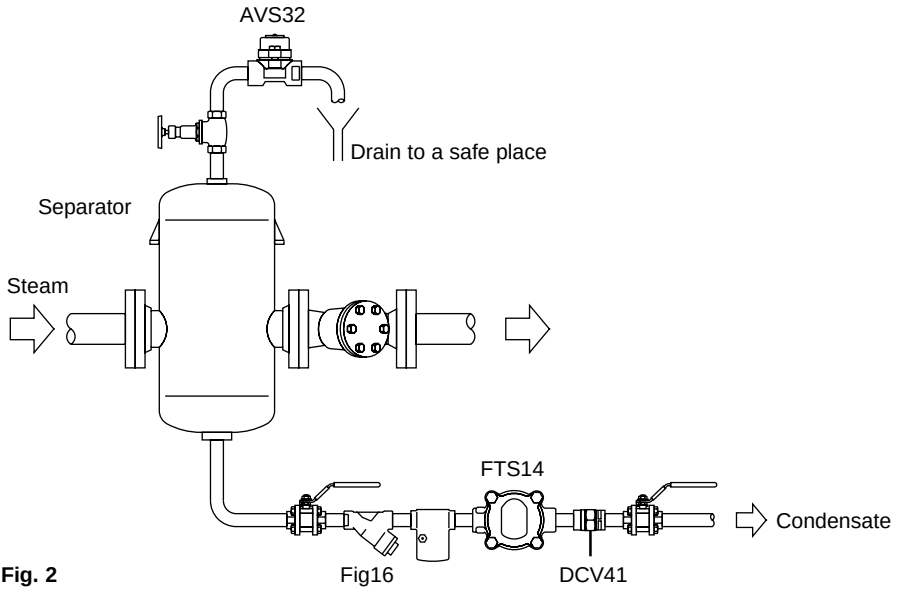

Fig. 2
3.4 The AVS32 should be installed with the capsule in a horizontal plane with the cap at the top, and be positioned at the highest point of the main, or plant where the air collects. For maximum removal of air the discharge should be as free as possible, piped to a safe location (see Figure 2).